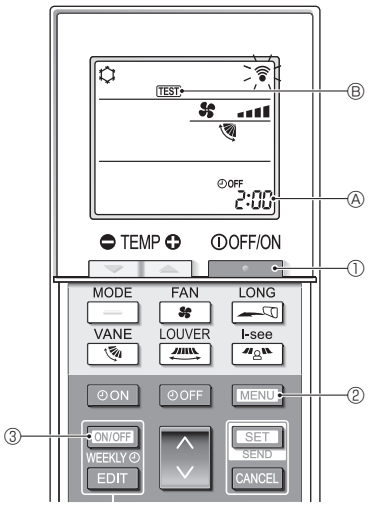

Fig. 7-5
7.2.2. Utilisation de la télécommande sans fil (Fig. 7-5)